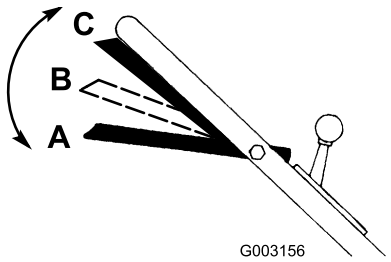

Bild 15
1. Der Schaltbügel sollte sich in der A-Stellung befinden (Bild 15).
2. Schieben Sie den Schaltbügel nach rechts und heben Sie ihn auf die B-Stellung an, um das Messer einzukuppeln (Bild 15).
3. Drücken Sie den Schaltbügel gegen den Griff in die C-Stellung , um den Antrieb einzukuppeln (Bild 15).